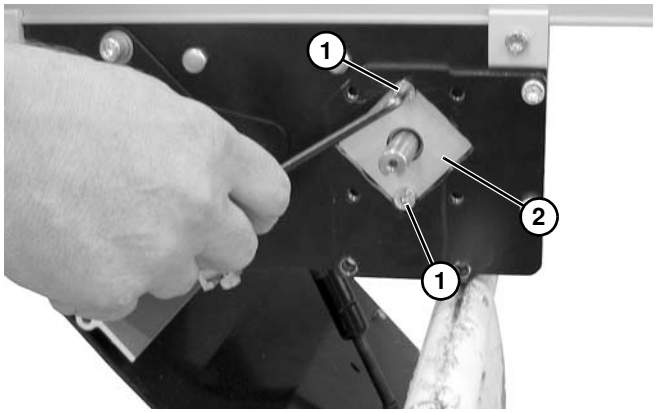
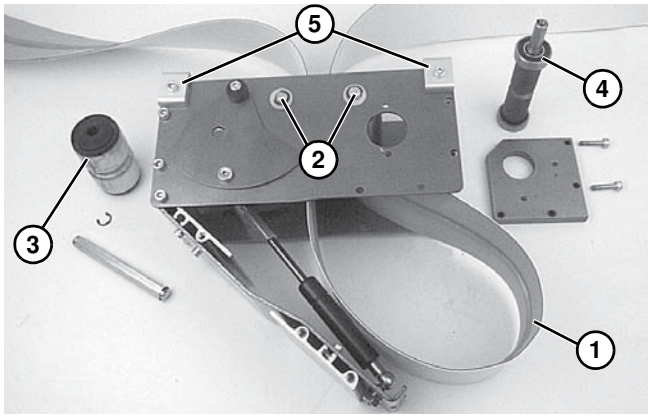

Figure 39
Figure 51
1. Retirer les vis **(Figure 39, élément 1)** puis le bloc de roulement de la broche **(Figure 39, élément 2)**.
2. Placer la boucle de la bande **(Figure 51, élément 1)** dans le module d'entraînement entre les poulies de renvoi supérieures **(Figure 51, élément 2)**.
3. Placer la poulie de renvoi rainurée **(Figure 51, élément 3)** dans la boucle de la bande et l'installer dans le module d'entraînement. Voir « Dépose de la bande du module d'entraînement » à partir de la page 20 et inverser l'étape 3.
4. Placer la poulie d'entraînement **(Figure 51, élément 4)** dans la boucle de la bande et l'installer dans le module d'entraînement. Voir « Dépose de la bande du module d'entraînement » à partir de la page 20 et inverser les étapes 1 et 2. Serrer les vis **(Figure 39, élément 1)** au couple de 6,8 N.m.
5. Installer le module d'entraînement sur le convoyeur et fixer les attaches **(Figure 51, élément 5)** sur chaque coin. Serrer les vis au couple de 6,8 N.m.